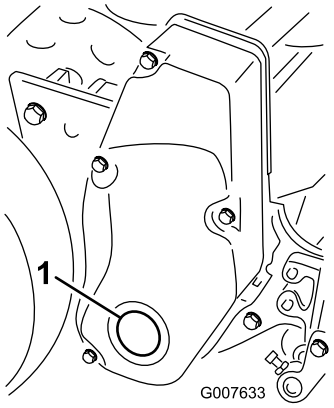

Figura 60
1. Retire a vela na cobertura da transmissão do cilindro direito (Figura 60).